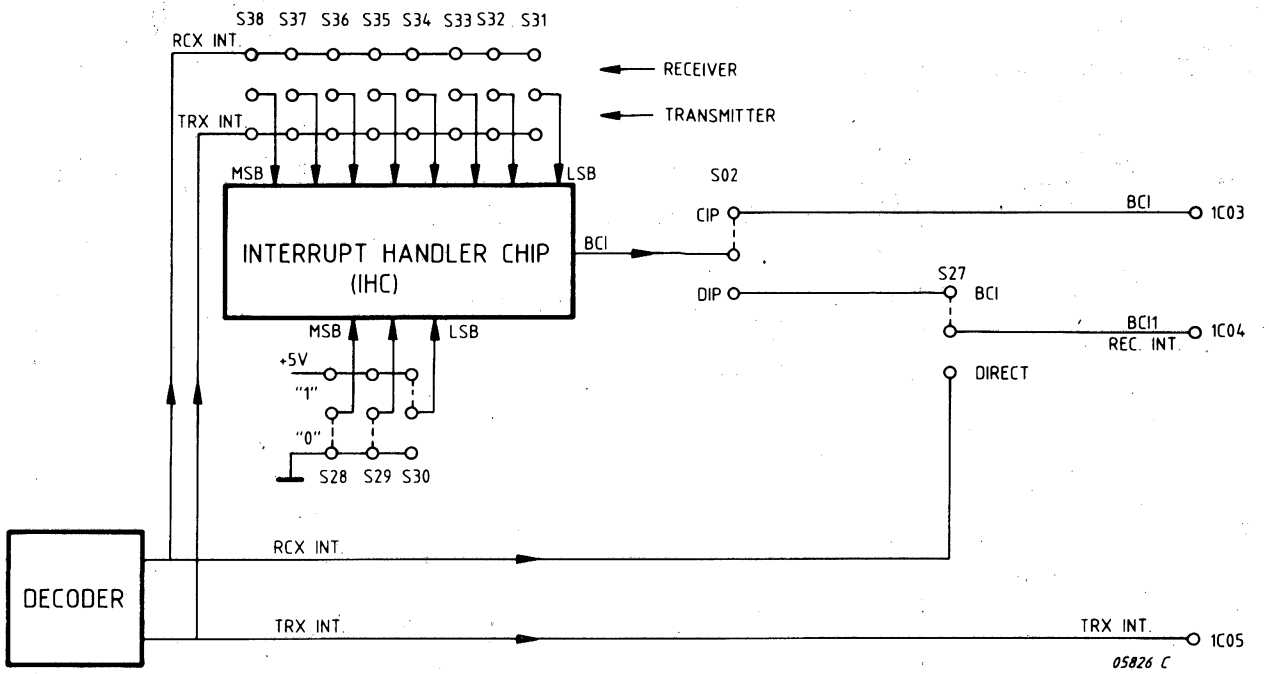

Figure 23.2 INTERRUPT STRAPS
- Interrupt Destination (S02) : Selects the destination of the interrupt, pin 1C03 for CIP, pin 1C04 for DIP. (see figure 23.2)
- Kind of interrupt (S27) : Selects Binary Coded or Direct interrupt. (see figure 23.2)